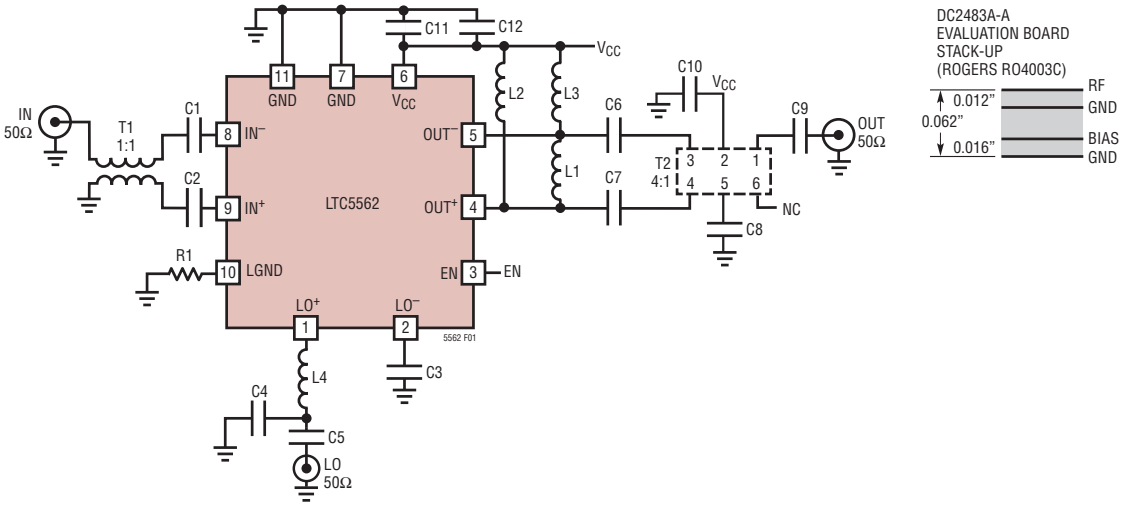
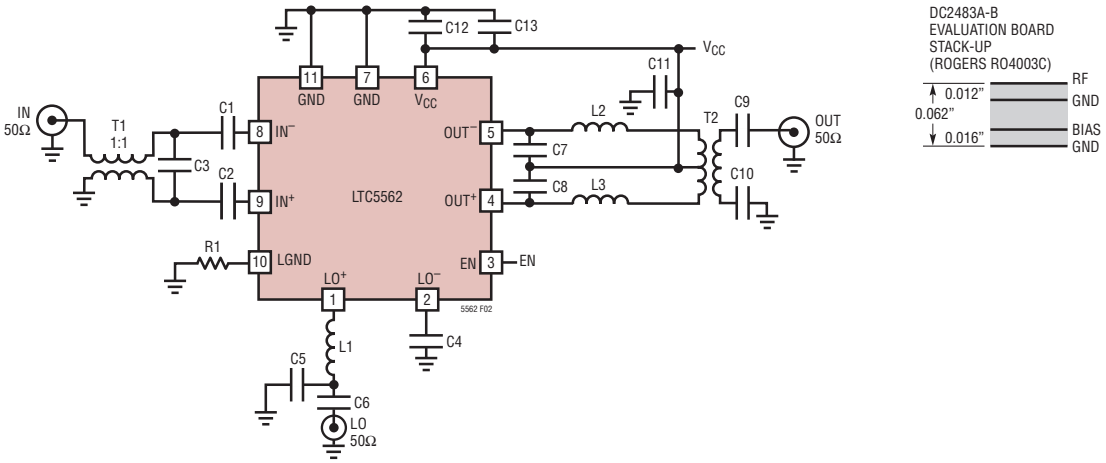

図1. 低消費電力アップコンバーティング・ミキサのテスト回路
図2. 低消費電力ダウンコンバーティング・ミキサのテスト回路
900MHzアップコンバーティング・アプリケーション：V_{CC} = 3.3VDC、T_C = 25°C、f_{IN} = 140MHz、P_{IN} = –12dBm（2トーンのOIP3テストでは–12dBm/トーン、Δf = 2MHz）。注記がない限り、P_{LO} = –1dBm、f_{LO} = f_{OUT} + f_{IN}、ハイサイドLO、900MHzで出力を測定、R1 = 0Ω。図1に示すテスト回路。
3.6GHzアップコンバーティング・アプリケーション：V_{CC} = 3.3VDC、T_C = 25°C、f_{IN} = 240MHz、P_{IN} = –12dBm（2トーンのOIP3テストでは–12dBm/トーン、Δf = 2MHz）。注記がない限り、P_{LO} = –1dBm、f_{LO} = f_{OUT} – f_{IN}、ローサイドLO、3.6GHzで出力を測定、R1 = 0Ω。図1に示すテスト回路。
5.8GHzダウンコンバーティング・アプリケーション：V_{CC} = 3.3VDC、T_C = 25°C、f_{IN} = 5.8GHz、P_{IN} = –12dBm（2トーンのOIP3テストでは–12dBm/トーン、Δf = 2MHz）。注記がない限り、P_{LO} = –1dBm、f_{LO} = f_{IN} – f_{OUT}、ローサイドLO、R1 = 0Ω、ローサイドLO、800MHzで出力を測定。図2に示すテスト回路。
図1に示すアップコンバーティング・テスト回路では、バンドパス整合と4:1の多層チップ・バランを使用してシングルエンド出力を実現しています。図2に示すダウンコンバーティング・テスト回路では、8:1の巻線バランを使用しています。DCブロッキング・コンデンサを使用して出力を分離した場合、出力を使用して差動信号を提供することもできます。データシートに規定されている性能を実現するために必要な全ての外付け部品を示すテスト回路図を図1および図2に示します。追加部品を使用することにより、DC電源電流または周波数応答を変更できます。これについては以降のセクションで説明します。